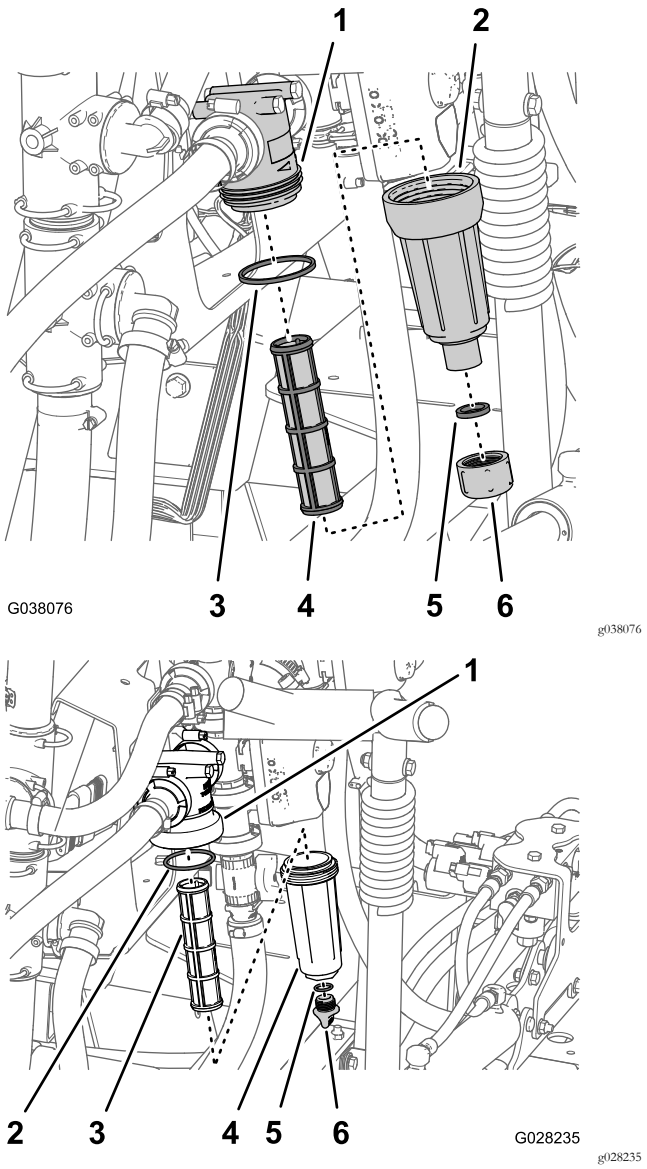

Figura 132
2. Coloque un recipiente de drenaje debajo del filtro de presión (Figura 132).
3. Gire el tapón de vaciado en sentido antihorario y retírelo de la cubeta del filtro de presión (Figura 132).
4. Enrosque la cubeta en sentido antihorario y retírela de la cabeza del filtro (Figura 132).
5. Retire el elemento usado del filtro de presión (Figura 132).
6. Inspeccione la junta tórica del tapón de vaciado (situada en el acoplamiento roscado de la cubeta) y la junta tórica de la cubeta en busca de daños y desgaste (Figura 132).
7. Instale el elemento nuevo del filtro de presión en la cabeza del filtro (Figura 132).
8. Instale la cubeta en la cabeza del filtro, y apriétela a mano (Figura 132).
9. Instale el tapón en la cubeta, y apriételo a mano (Figura 132).